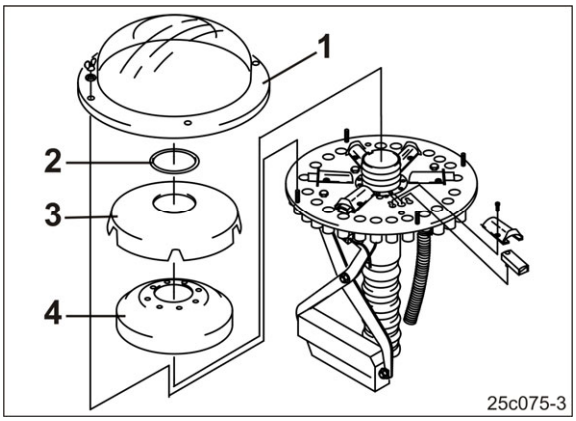

Fig. 253
4. Afmonter fordelerens udvendige afskærmning (Fig. 253/1).
5. Afmonter ringen (Fig. 253/2).
6. Afmonter fordelerens indvendige afskærmning (Fig. 253/3).
7. Afmonter skumplastindsatsen (Fig. 253/4).